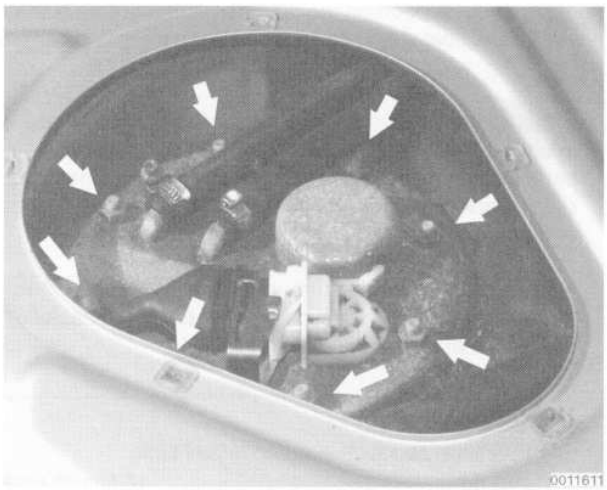

Fig. 4. Fuel level sender mounting nuts (**arrows**).
4. Label and then remove the fuel hoses and harness connector from the fuel sender. Unscrew the mounting nuts or bolts from the fuel level sender. See Fig. 4.